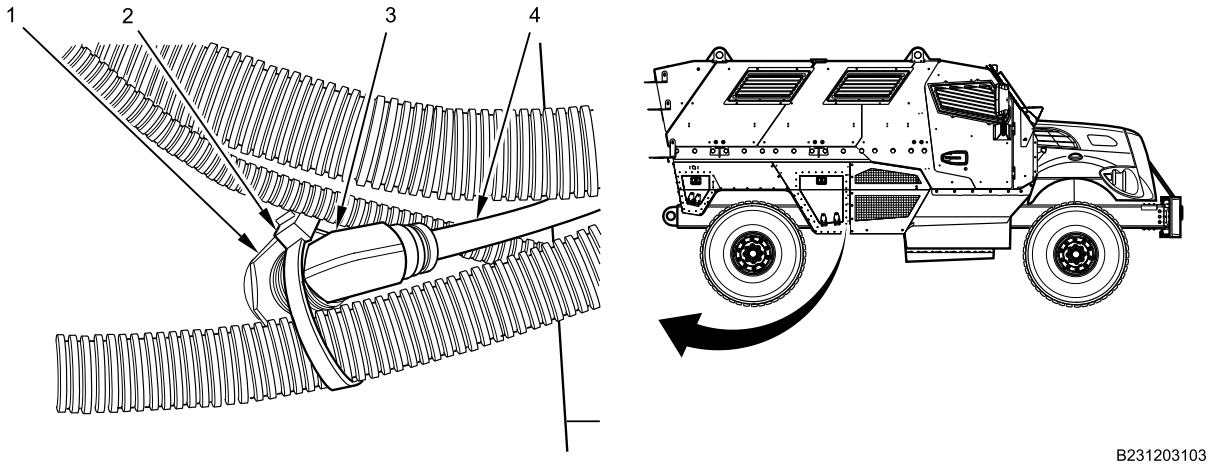

Figure 2. Air Hose Fitting Installation.
1. Position air hose fitting (Figure 2, Item 3) on stowage box.
2. Install nut (Figure 2, Item 1) securing air hose fitting (Figure 2, Item 3) to stowage box and tighten securely.
3. Connect air hose (Figure 2, Item 4) to air hose fitting (Figure 2, Item 3).
4. Install new cable lock strap (Figure 2, Item 2) to secure harness to fitting (Figure 2, Item 3).